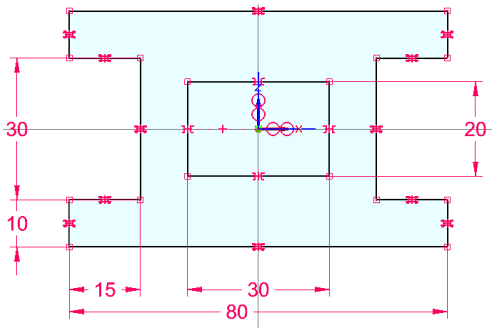

Figure 3-39 *Final profile after adding all dimensions*
3. Select the right vertical line of the inner loop and place the dimension on the right of the sketch. Enter **20** in the **Dimension Value** edit box and then press Enter; the inner loop turns black indicating that it is fully constrained. This completes the dimensioning of the profile. The final profile after adding all dimensions, is shown in Figure 3-39.